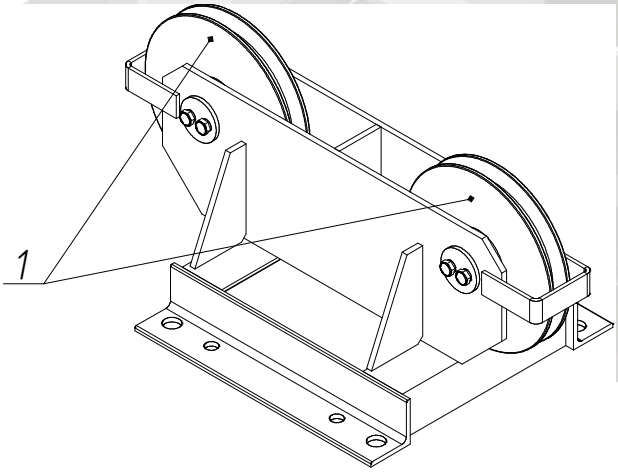

Рис. 7 – Оголовок
Оголовок (рис. 7) представляет собой прямоугольную рамную сварную конструкцию. На ней установлен узел из двух блоков (1) для направления движения грузового каната.